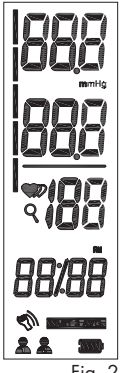

Fig. 2
2. Cuando el monitor esté apagado, oprima el botón U1/SET (CONFIGURAR) o U2 para encender el monitor; la unidad ejecutará una auto-prueba, Fig 2.